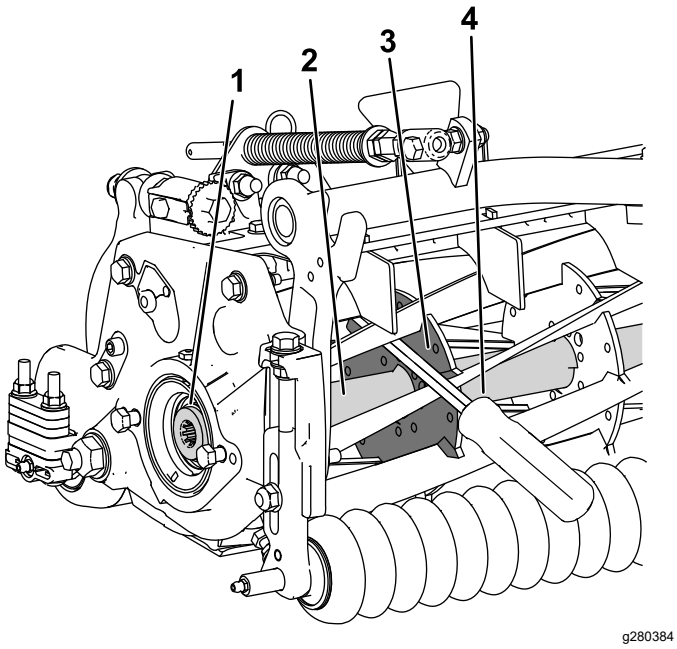

Bild 29
1. Stecken Sie ein langes Hebeleisen (empfohlen 10 mm x 300 mm mit Schraubendrehergriff) durch die Vorderseite der Spindel, nahe an der Seite des Mähwerks, die Sie anziehen werden (Bild 29).
2. Setzen Sie das Hebeleisen gegen die Schweißseite der innenliegenden Verstärkung der Schneidspindel (Bild 29).